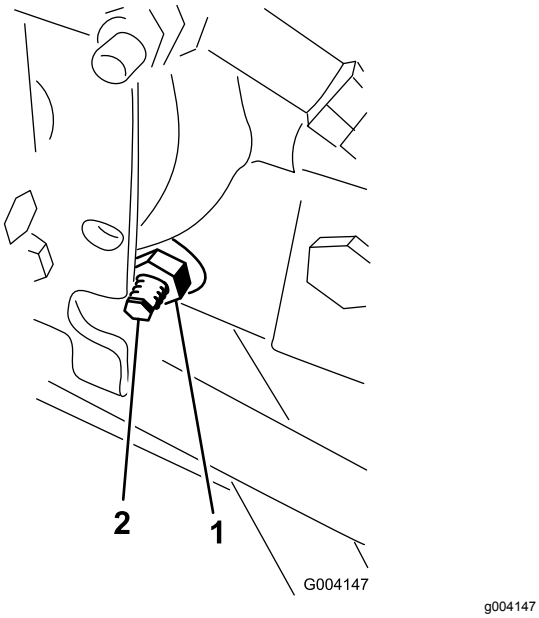

Рисунок 54
3. С правой стороны гидростата ослабьте контргайку кулачка регулировки тяги (Рисунок 54).